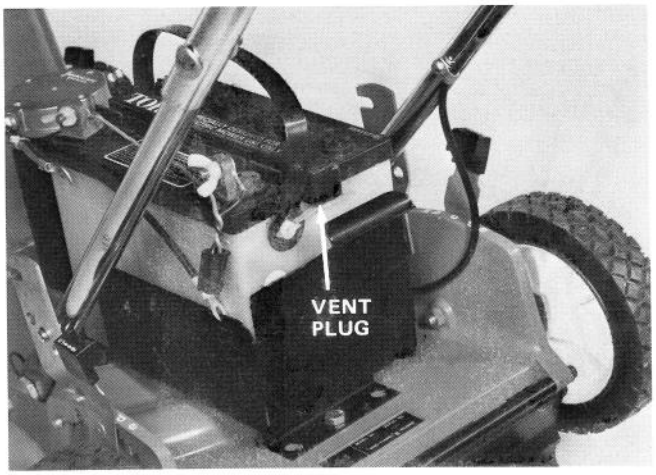

Figure 8
3. Pull yellow/orange vent plug out of battery vent hole (Fig. 8).